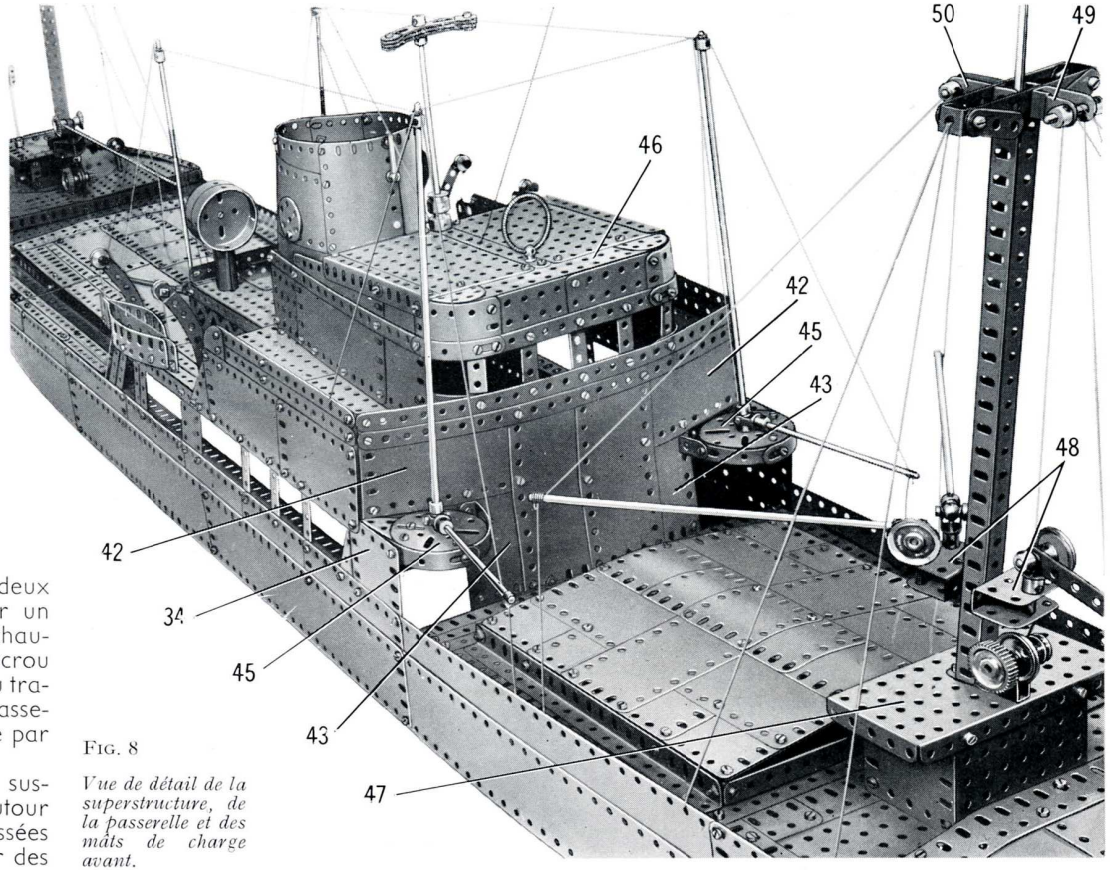

FIG. 8
Le devant des superstructures est recouvert par deux plaques flexibles de 14×6 cm. verticales au centre, et par une plaque flexible de 11,5×6 cm. (42) et une de 9×6 cm. (43) de chaque côté (fig. 8). Une bande de 11 trous (44) est boulonnée sur le bord extérieur de chacune des plaques (42) et une bande de 7 trous sur le bord extérieur de chaque plaque (43). Les plaques sont bordées à l'avant par deux bandes de 25 trous comme le montre la figure 8, et à l'intérieur par une bande de 25 trous placée, un trou au-dessous des bords inférieurs des plaques (42) et boulonnée sur les bandes (44).
chaque côté. Le toit est formé par deux plaques sans rebords de 14×9 cm., une plaque à rebords de 14×6 cm. (46) (fig. 8), et par deux disques de 35 mm. L'arrière est recouvert par une plaque à rebords de 9×6 cm., boulonnée sur chaque côté et réunie au centre par une plaque flexible de 6×6 cm. Une poutrelle plate de 15 trous est fixée sur le toit, et sur l'arrière par des équerres à 135°. L'antenne de gonio est formée par une boucle de corde élastique fixée dans un support de rampe monté sur le toit. L'antenne de radar est formée par six bandes incurvées épaulées de 75 mm. tenues écartées par des rondelles sur des boulons de 9,5 mm. et coincées entre des bagues d'arrêt sur une tringle de 16,5 cm. Cette tringle porte une poulie de 12 mm. et un accouplement jumelé à douille et elle est fixée dans un bras de manivelle double boulonné sous le toit de la passerelle.
Deux plaques à rebords de 9×6 cm. sont réunies à leurs extrémités par des plaques flexibles de 6×6 cm. et sont boulonnées sur une plaque à rebords de 14×6 cm. (47) (fig. 8). Cet ensemble est fixé sur le pont par des équerres. Le mât avant est formé par deux cornières de 25 trous boulonnées sur des équerres fixées sur la plaque à rebords (47). Les extrémités supérieures des cornières sont boulonnées sur les rebords d'une grande chape d'articulation placée moyeu dirigé vers le bas, et qui tient une tringle de 16,5 cm. Sur chaque cornière est fixé un support en U (48). Deux bandes de 7 trous et quatre de 3 trous réunies par des supports doubles sont fixées au sommet des cornières, et une chape (49) et une bande à un coude (50) sont fixées sur ces dernières (fig. 8). Le devant de la cheminée est constitué par deux plaques flexibles de 14×6 cm., disposées verticalement, et chaque côté par deux plaques flexibles de 14×6 cm. horizontales. Deux plaques cintrées de 43 mm. de rayon forment l'extrémité arrière. Les bords supérieurs inclinés sont formés par deux plaques flexibles triangulaires de 9×6 cm. et trois plaques flexibles de 6×4 cm. La cheminée est fixée sur les plaques à rebords (40) par des équerres.